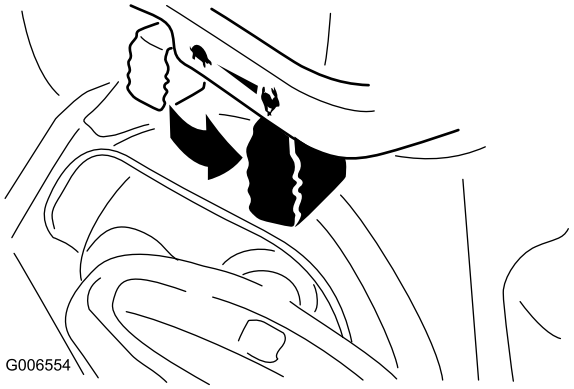

Figuur 29
6. Zet de gashendel op Snel (Figuur 29).